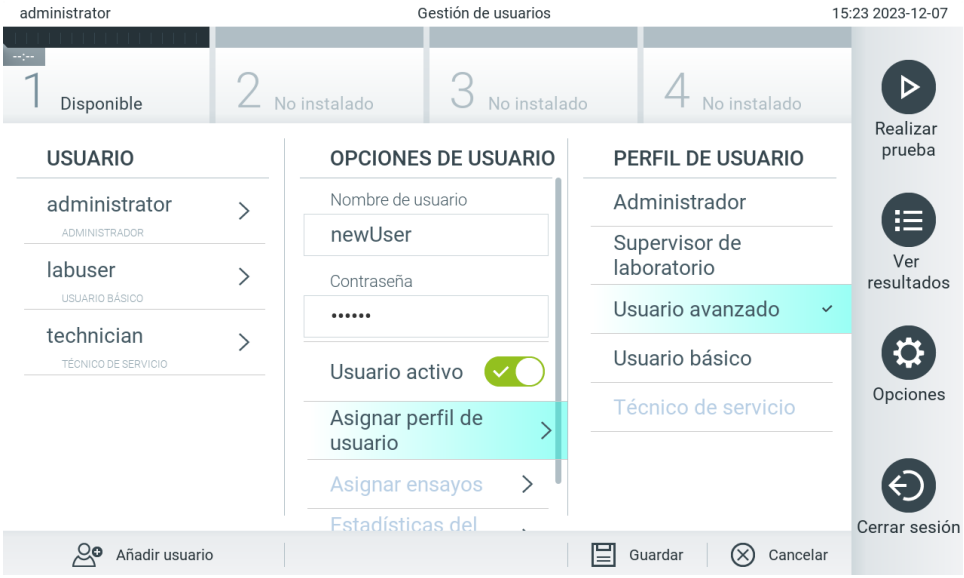

Figura 56. Asignación de un perfil de usuario a un usuario nuevo.
4. Pulse **Assign User Profile** (Asignar perfil de usuario) y asigne el perfil de usuario adecuado al usuario nuevo de la lista situada a la derecha de la zona de contenido (Figura 56).